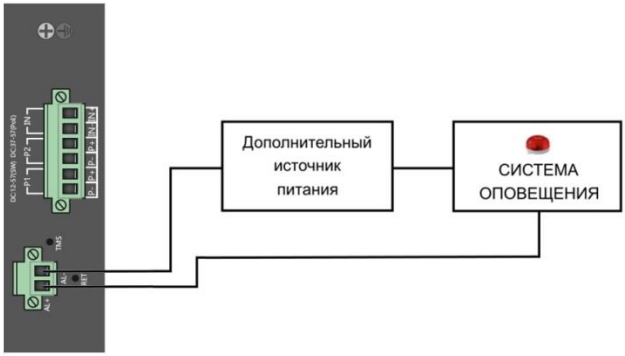

Рис.8 Схема подключения системы оповещения к коммутатору SW-81602/ILS(port 90W, 600W)
Коммутатор SW-81602/ILS(port 90W, 600W) оснащен релейным выходом типа сухой контакт (NO) для включения системы тревожного оповещения. Релейный выход поддерживает управление исполнительными устройствами (сирена, светодиодное табло и т.д.) мощностью не более 24 Вт. Напряжение источника питания, подключенного к релейному выходу, не должно превышать 24 В постоянного тока. Ток, проходящий через реле, не должен превышать 1 А (Рис.8).